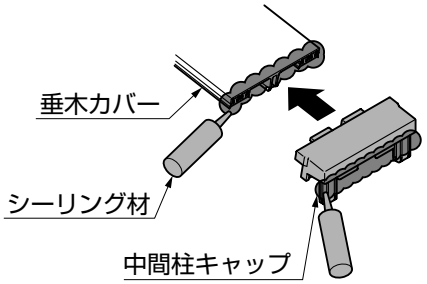
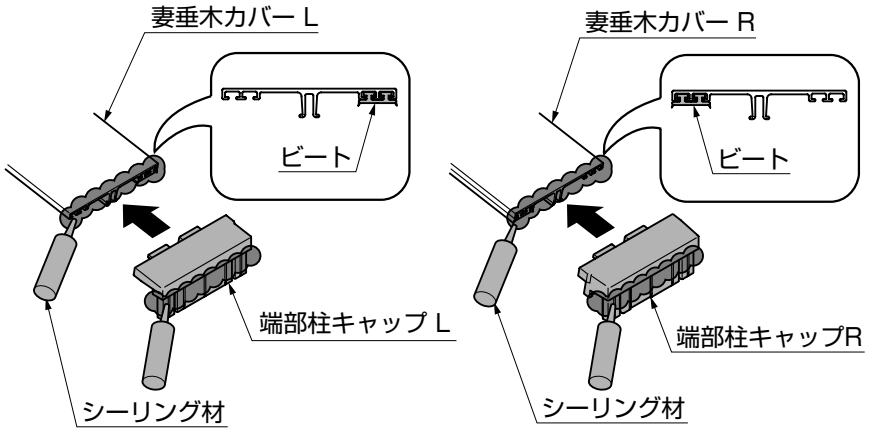

図14-2　垂木の場合
図14-3　妻垂木の場合
②垂木カバー、妻垂木カバー、中間柱キャップ、妻垂木キャップに、シーリングをしてください。（図14-2、図14-3参照）
③中間柱キャップを垂木カバーに差込んでください。（図14-2参照）
④端部柱キャップを妻垂木カバーに差込んでください。（図14-3参照）
●妻垂木カバーには左右があります。（図14-3参照）